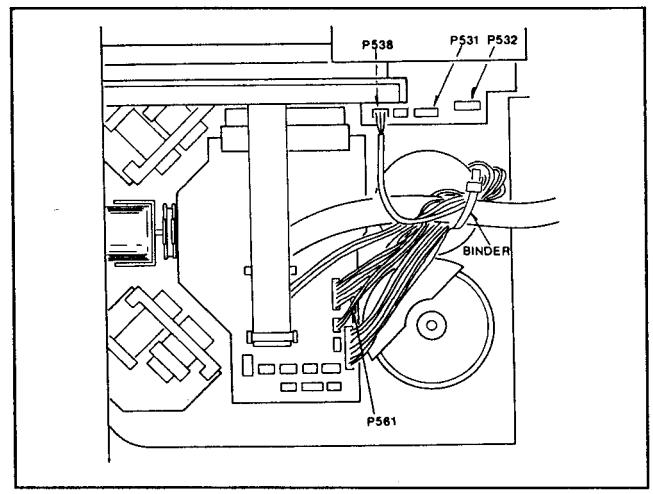

Fig. 6-3-4 Drum Unit Removal
10. Unscrew the 3 screws (B) and remove the Drum Unit as shown in Figure 6-3-4.